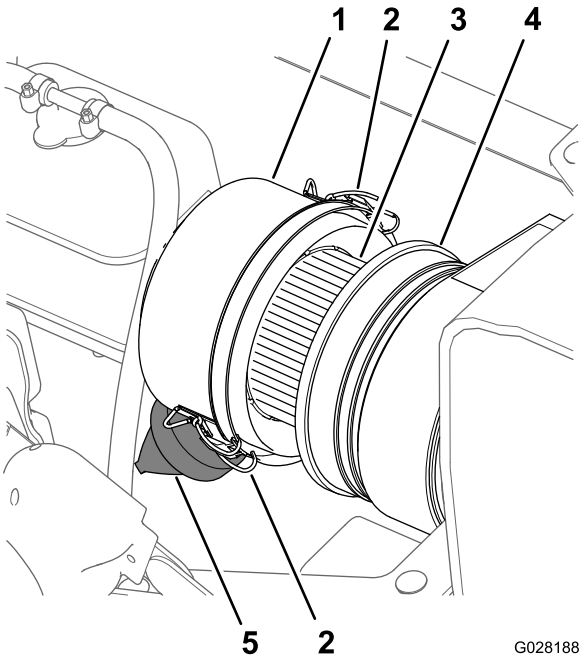

Figura 76
3. Limpie el tapón guardapolvo y el cuerpo del limpiador de aire (Figura 76).
4. Inspeccione la carcasa del limpiador de aire en busca de daños que pudieran causar una fuga de aire (Figura 76).
5. Apriete la válvula de polvo para limpiarla de suciedad, polvo y residuos (Figura 76).
7. Compruebe si el elemento del filtro de aire tiene una acumulación excesiva de suciedad, polvo y residuos (Figura 76).
8. Instale el tapón guardapolvo en el cuerpo del limpiador de aire, y sujete el tapón con los 2 enganches (Figura 76).
2. Limpie el tapón guardapolvo y el cuerpo del limpiador de aire (Figura 76).
6. Limpie el interior del tapón guardapolvo, la carcasa del limpiador de aire y la válvula de polvo con un trapo húmedo (Figura 76 y Figura 77).